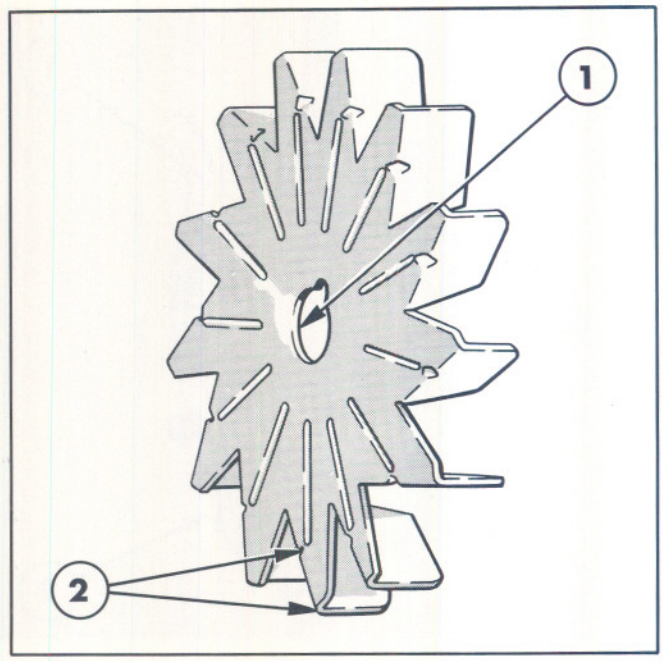

Figure 44
1. Inspect the fan for cracked or broken fins, also note the condition of the mounting hole. If the hole is worn from running loose, install a new fan, Figure 44.